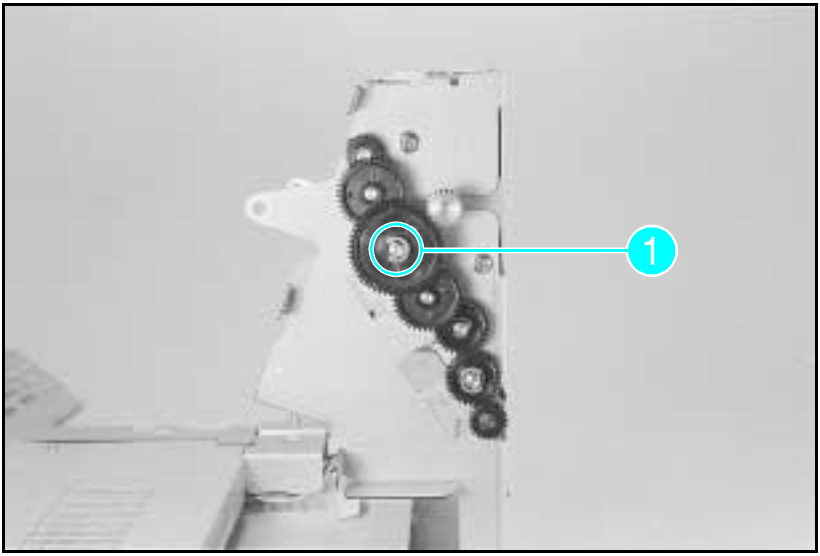

Figure A-15 Gears on Paper Roller
5 Remove the (1) E-clip from the gears on the shaft on the Power PCA side shown in Figure A-15, callout *1*.